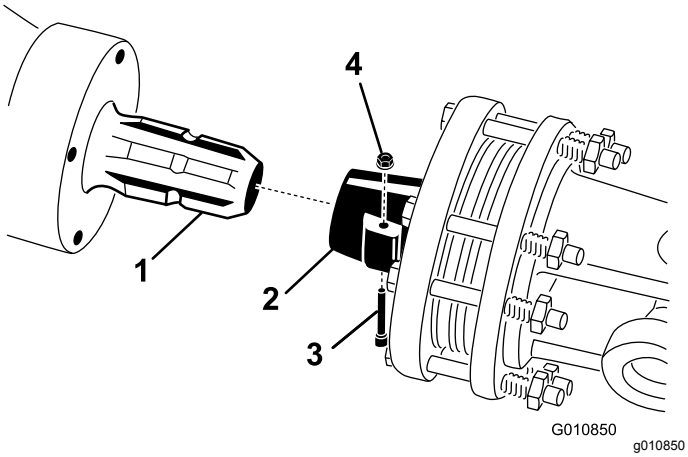

Figur 23
1. Fjern stiften og møtrikken fra kraftudtagsakslen (Figur 23).
2. Tilslut kraftudtagets koblingsende til indgangsakslen på dybdelufterens gearkasse med stiften og møtrikken, der blev fjernet tidligere (Figur 23). Stiften kan kun sættes i på én måde.